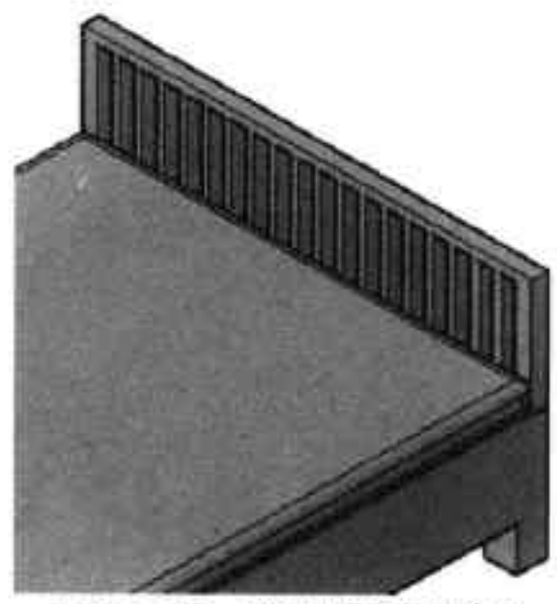

图14-67 执行“差集”命令
Step14 执行“差集”命令，将阵列后的长方体从床靠背中减去，如图 14-67 所示。